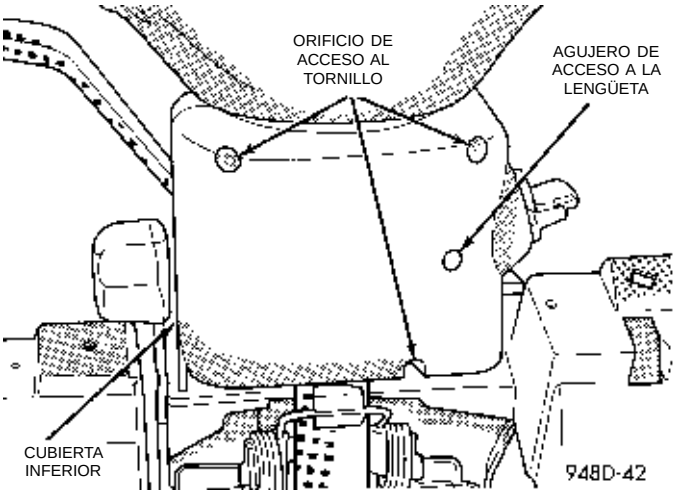
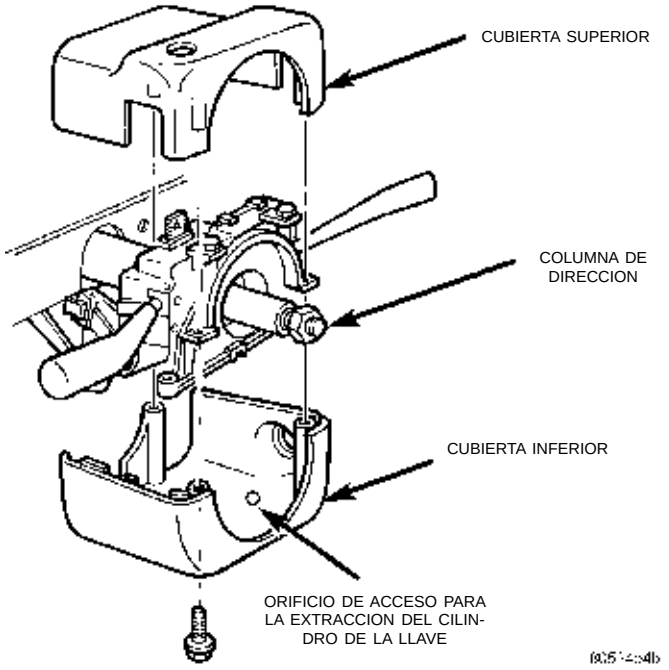
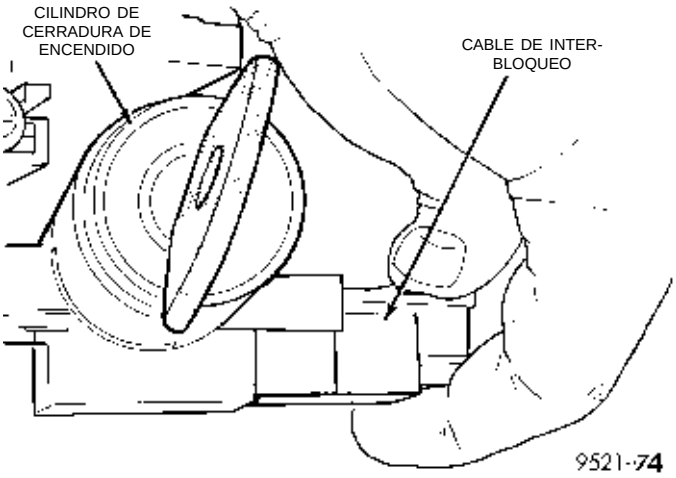

Fig. 24 Cilindro de cerradura de encendido
Fig. 25 Cubierta superior /inferior
Fig. 26 Cable y conector de interbloqueo
(10) Retire los dos tornillos situados en la parte superior del revestimiento de la columna y el ángulo inferior izquierdo.
(11) Retire la cubierta de la columna de dirección y el revestimiento de la misma.
(12) Levante la cubierta superior y el marco del grupo de instrumentos hasta que se desenganchen los collarines y apártela para obtener espacio libre.
(13) Introduzca un destornillador en el orificio de acceso de la cubierta inferior. Oprima el botón del cilindro mientras hace girar el cilindro con la llave insertada entre las posiciones ON y START. De esta forma el cilindro se desacoplará de la columna (Fig. 24).
(14) Extraiga el cilindro de llave.
(15) Retire los tres tornillos de fijación de la cubierta inferior a la superior por la base de la cubierta inferior (Fig. 25).
(16) Separe las cubiertas superior e inferior.
(17) Tome el collarín y el conector del cable de interbloqueo. Retire el cable de la cubierta del sistema de interbloqueo (Fig. 26).
(18) Desenganche el cable del collarín de retención situado dentro del mazo de cableado.
(19) Retire el cable de interbloqueo por debajo del soporte de instalación de la consola central y hacia afuera del salpicadero.